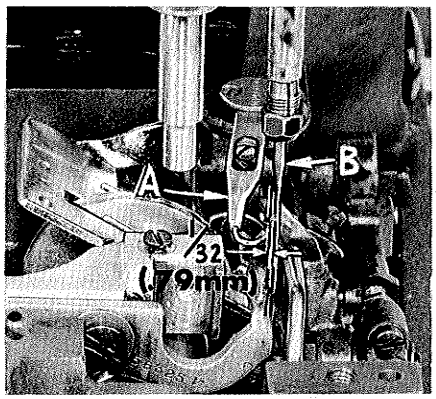
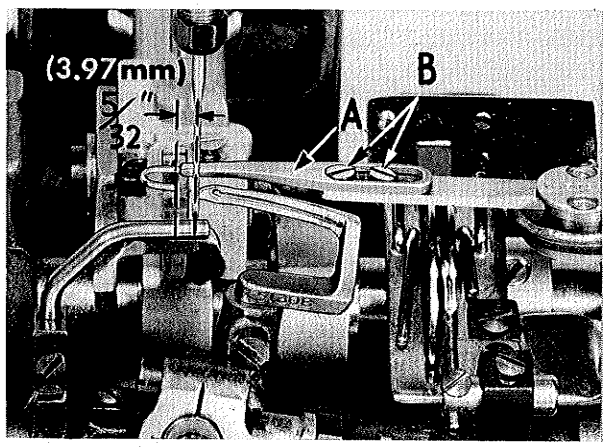

Fig. 18
Fig. 19
As the retainer (A, Fig. 18) passes behind the needle (B), going from right to left, and the point of the retainer hook reaches the right side of the needle, the distance between the back of the needle and point of the retainer should be 1/32 inch (.79 mm) (See Fig. 18). When the retainer reaches the extreme left end of its travel, the point of the loop retainer hook (A) should be 5/32 inch (3.97 mm) from the centerline of the needle (See Fig. 19). These dimensional settings can be made by loosening screws (B, Fig. 19), reposition loop retainer hook (A) as required and retighten screws (B).